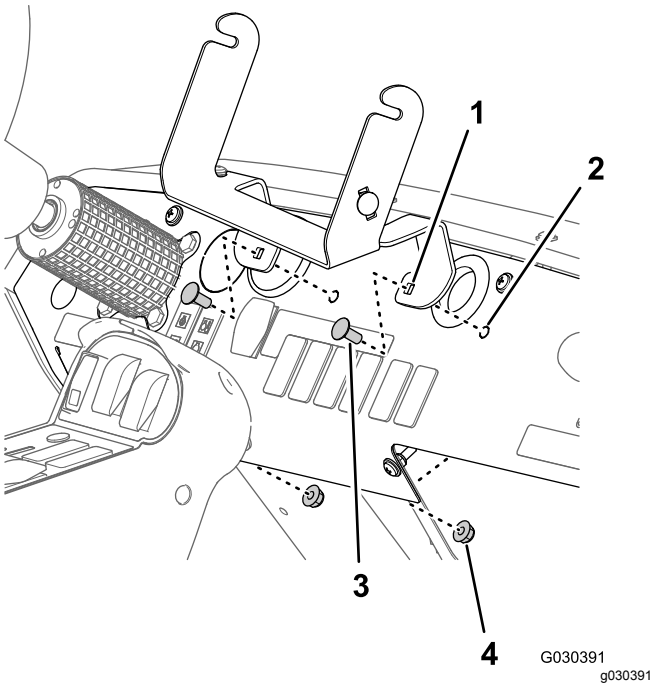

Figur 7
6. Fjern de to låseboltene (5/16 x 3/4 tomme) og de to flenslåsemutterne (5/16 tomme) som fester støttebraketten til dashbordet, og fjern støttebraketten fra maskinen (Figur 7).